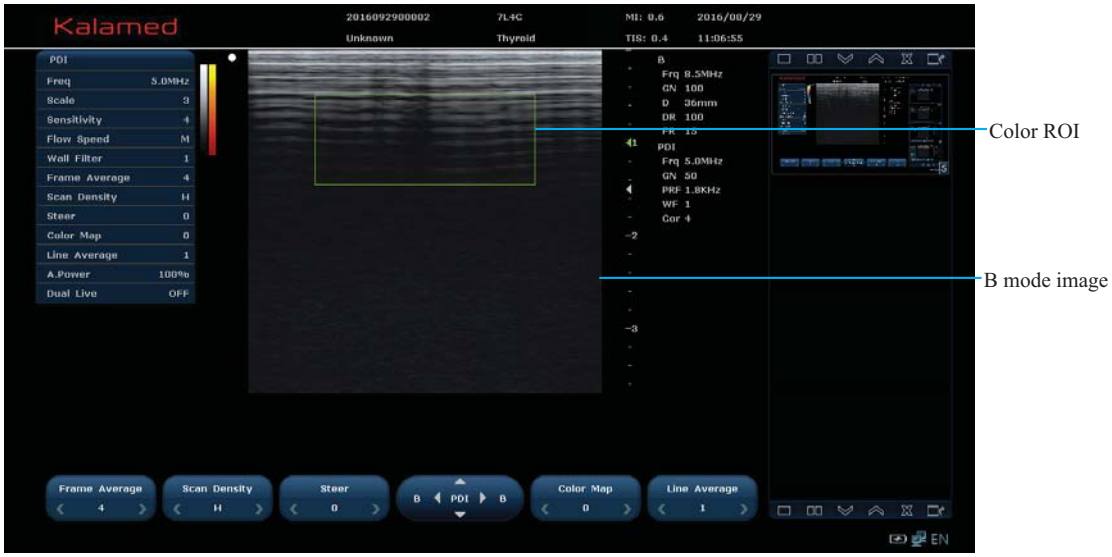

Figure 6-5 PDI Mode Image
2. Press the **PDI** key on the control panel to enter PDI mode, as shown in Figure 6-5.